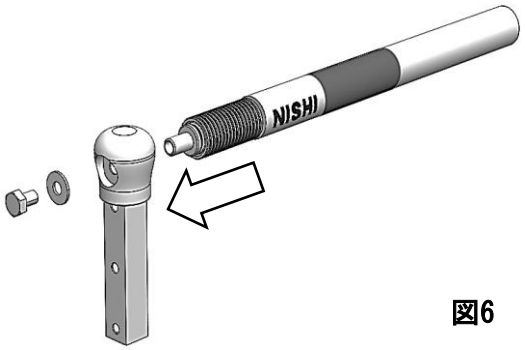

図6
⑤ バーを支柱に差し込んだら、外したワッシャーとボルトを手で締めます(図6）。